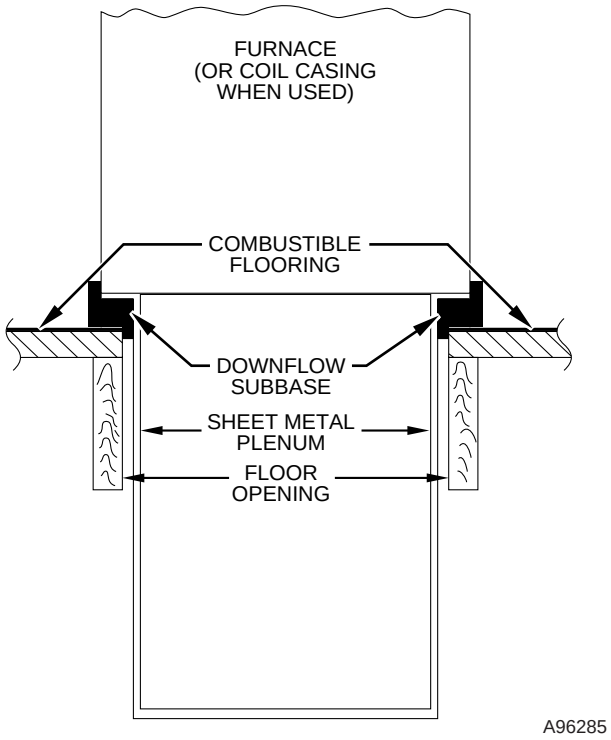

Fig. 19—Furnace, Plenum, and Subbase Installed on a Combustible Floor
4. If downflow subbase (KGASB) is used, install as shown in Fig. 19.